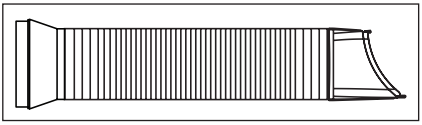

Fig. 3
1. Déployer une des extrémités du tuyau (Fig. 3).